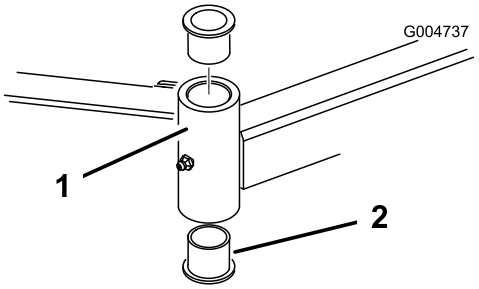

Figur 80
4. Skjut in ett pinndorn i monteringsrörets övre eller nedre del och skjut ut bussningen ur röret (Figur 80). Skjut också ut den andra bussningen ur röret. Rengör insidan på rören och ta bort all smuts.